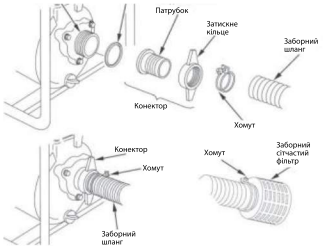

Рис. 7
4. Закріпіть шланги хомутами (*Рис. 7, 8)*. Під час монтажу дотримуйтесь наступних вимог: